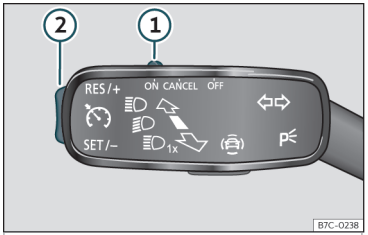

Fig. 155 Pe maneta de semnalizare: comenzile pentru utilizarea GRA.
• Treceți butonul››› **fig. 155** ① în poziția **ON**.
• Apăsați butonul››› **fig. 155** ② în direcția **SET/–**.
• Treceți butonul››› **fig. 155** ① în poziția **CANCEL** sau apăsați pedala de frână.
• Apăsați butonul››› **fig. 155** ② în direcția **RES/+**.
Dacă GRA este activat, viteza setată poate fi reglată cu ajutorul butonului››› **fig. 155** ②:
• Pentru creșterea în pași de 1 km/h (1 mph), apăsați scurt butonul››› **fig. 155** ② în direcția **RES/+**.
• Pentru a crește continuu viteza, țineți apăsat butonul››› **fig. 155** ② în direcția **RES/+**.
• Pentru reducerea în pași de 1 km/h (1 mph), apăsați scurt butonul››› **fig. 155** ② în direcția **SET/–**.
• Pentru a reduce continuu viteza, țineți apăsat butonul››› **fig. 155** ② în direcția **SET/–**.
• Treceți butonul››› **fig. 155** ① în poziția **OFF**.